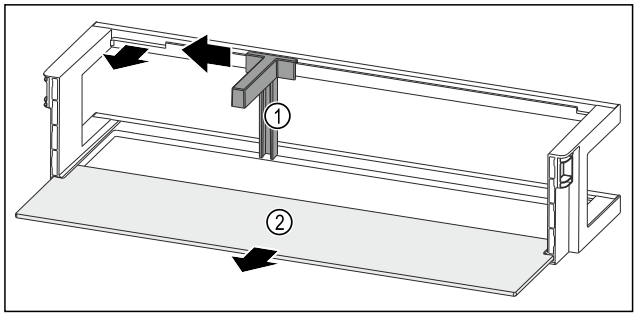

Fig. 199 带瓶托和搁板的门边存放架
▶ 将瓶托 *Fig. 199 (1)*推至槽边。
▶ 取出瓶托 *Fig. 199 (1)*。
▶ 取出搁板 *Fig. 199 (2)*。